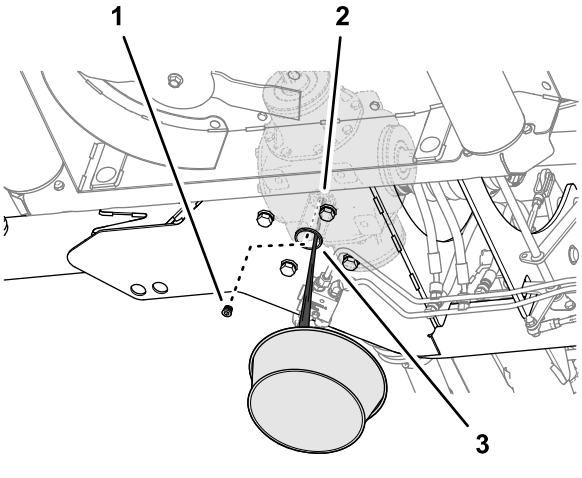

Figuur 60
1. Plaats een opvangbak onder het toegangsgat aan de onderste frameplaat van de maaier (Figuur 60).
2. Verwijder de aftapplug met binnenzeskant van de aftapopening van de middelste tandwielkast en laat de smeerolie volledig weglopen (Figuur 60).